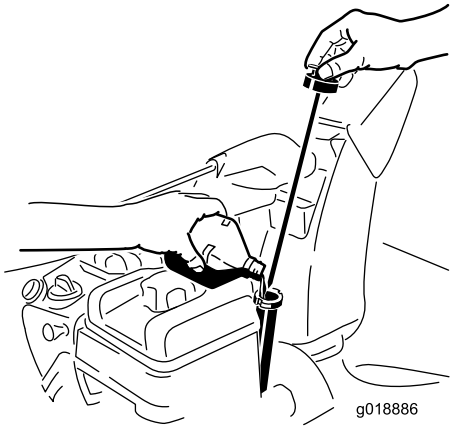

Rysunek 12
1. Wyjmij wskaźnik poziomu oleju i **powoli** wlej olej do otworu uzupełniania oleju, aby podnieść poziom oleju do oznaczenia Full na wskaźniku. **Nie przelej** (Rysunek 12). Patrz punkt Sprawdzanie poziomu oleju w silniku w sekcji Konserwacja.